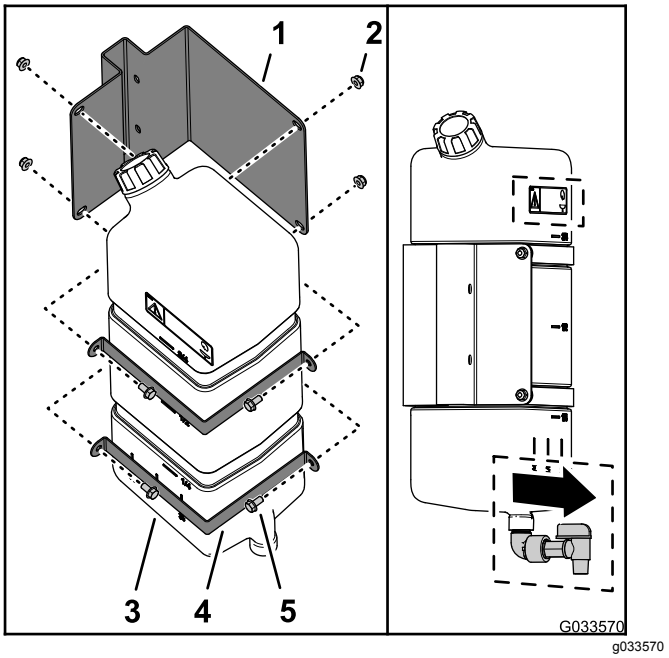

Figur 45
1. Montera färskvattentanken vid dess fäste med två monteringsband, fyra flänsskruvar (5/16 x ⅝ tum) och fyra flänslåsmuttrar (5/16 tum) enligt Figur 45.